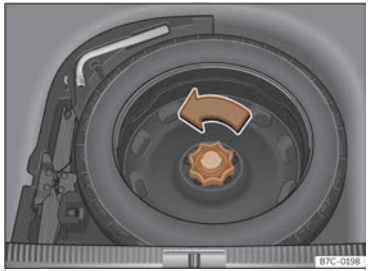

Fig. 212 En el maletero: piso de carga alzado.
- Gire la ruedecilla en sentido contrario a las agujas del reloj ››› **fig. 212**.